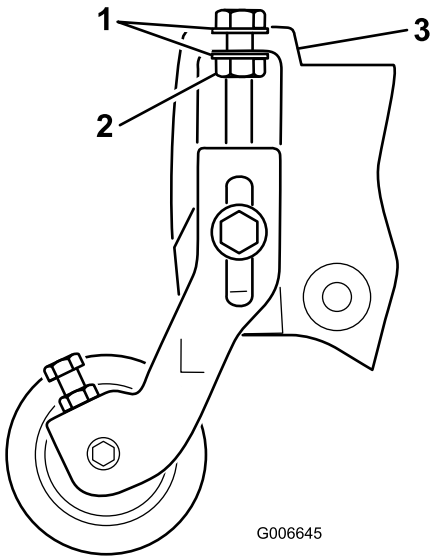

図 21
注 刈高調整ボルトのワッシャが、フランジの左右に配置されるようにすること図 21。
17. ワッシャがサイドプレートのフランジに接触するまで刈高調整ボルトを締め付け、そこから、ナットを 1/2 回転だけ戻す図 21。